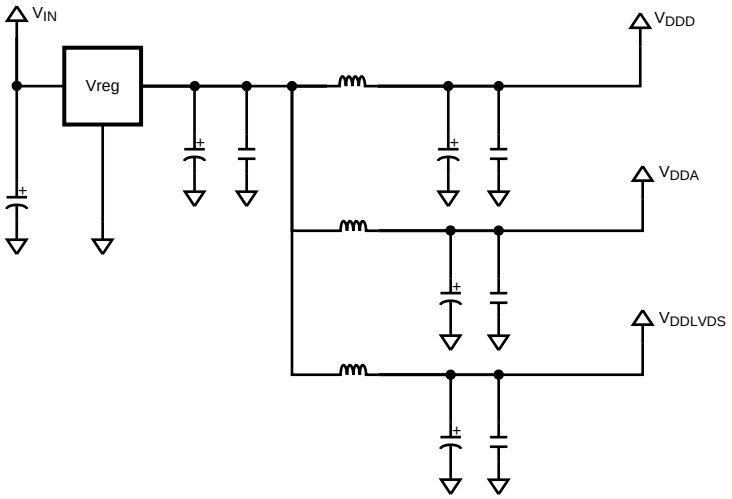

Figure 1. Recommended Setup
(1) Static voltage levels on VDDD must be at the same voltage or slightly higher than VDDLVDS or VDDA. Therefore, driving all three power supplies from a common linear voltage regulator is recommended. Please see Figure 1.